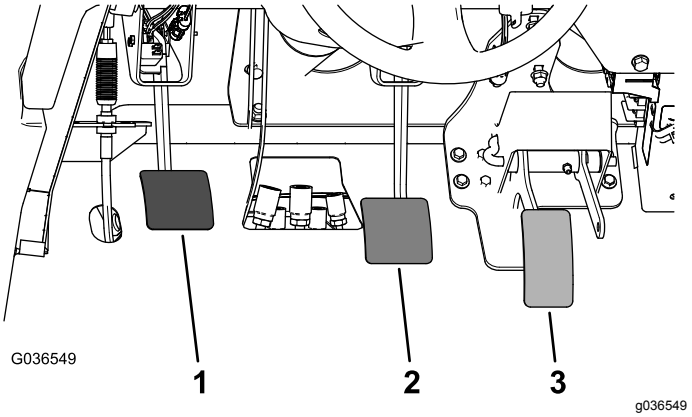

**Rysunek 66**
2. Unieś pedał hamulca (Rysunek 66) aż dotknie ramy.
3. Odkręć przeciwnakrętki mocujące jarzmo do głównego wału siłownika (Rysunek 66).